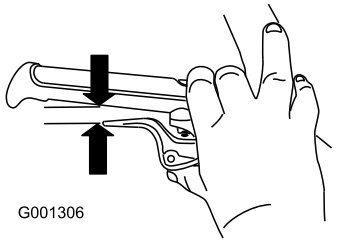

Figura 9
5. Premete a fondo la leva e controllate la luce tra la base della stegola e l'estremità della leva della frizione ruota (Figura 9).